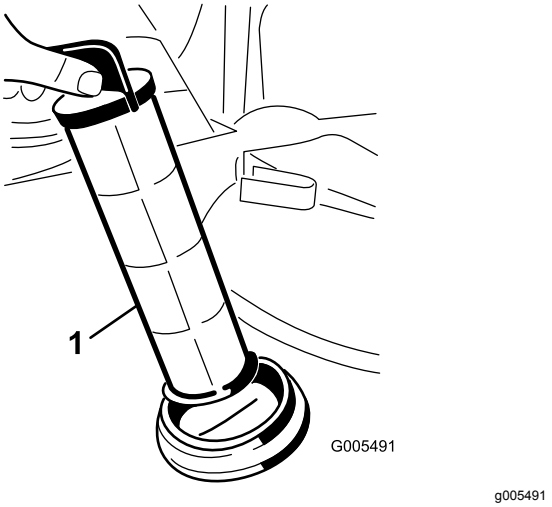

Figura 68
4. Retire el filtro de aspiración del orificio (Figura 68).